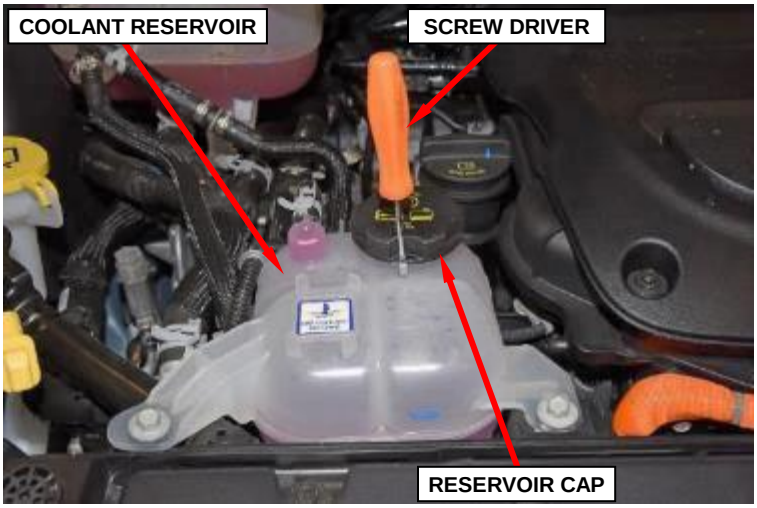

Figure 18 – Power Electronics Coolant Reservoir
35. Loosen the cap on the power electronics cooling system pressurized coolant reservoir to relieve any residual pressure (Figure 18):
a. Rotate the cap counterclockwise to align the slots (Figure 18).
b. Insert a screwdriver into the slots and continue rotating the cap counterclockwise (Figure 18).